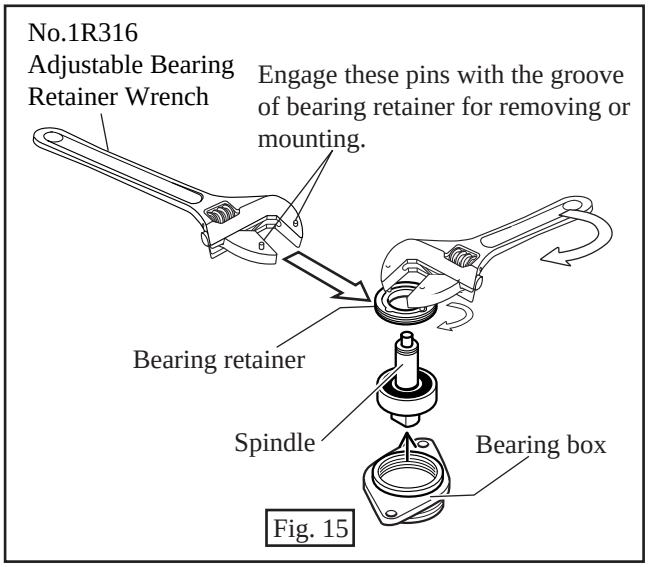

Fig. 15
(8) Holding bearing box with a vise, remove bearing retainer with No.1R316 "Adjustable Bearing Retainer Wrench" by turning it clockwise. See Fig. 15. Then, spindle and ball bearing 6201ZZ can be removed from bearing box.